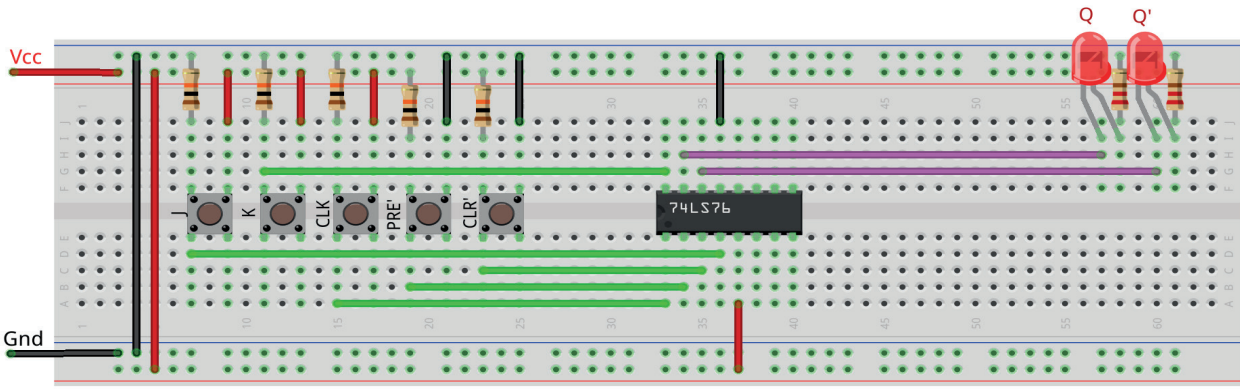

Figura 9.21 – Disposição dos componentes na placa de montagem.
1. Monte o circuito na placa de montagem, conforme figura 9.21.